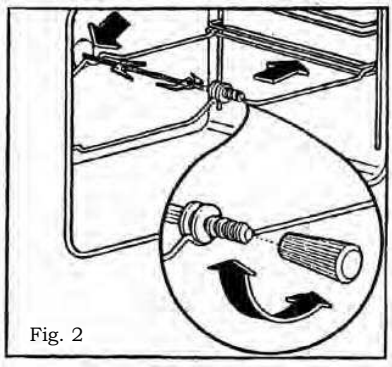

Fig. 2
Comment utiliser le tournebroche (où príun) - Fig. 2
F) A la fin de la cuisson, visser la poignée sur le broche et retirer le tout du four.(Fig. 2).